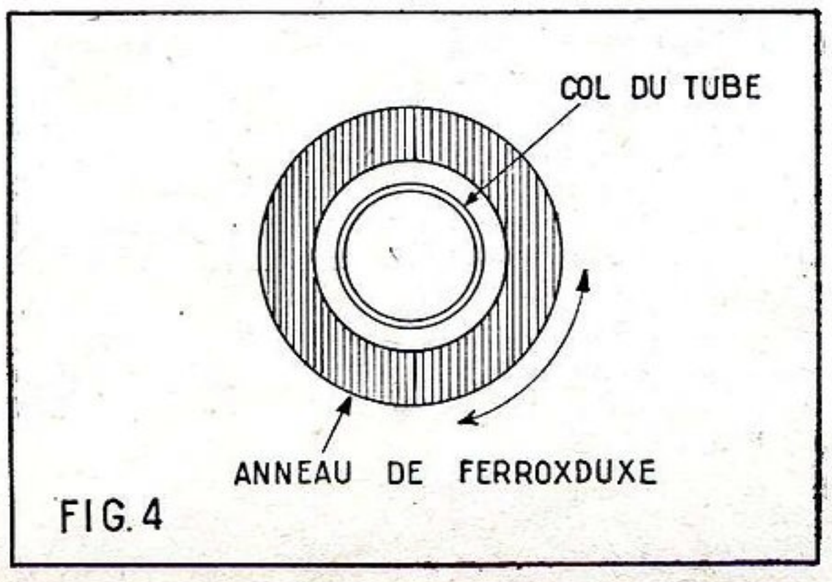

FIG.4
*Premier point acquis :* Nous n'avons plus besoin d'un écouteur — *Télé* sur les figures antérieures — puisque nous pouvons disposer d'un *haut-parleur* couvrant largement les besoins de l'exploitation. Il est avantageux d'utiliser un modèle *à aimant permanent* puisque le même modèle peut être utilisé comme *microphone*. Dans ce cas, il suffira simplement de *supprimer* la source S et l'interrupteur I dans le circuit microphonique *m*1, I, S et P de T1 sur la figure 4.